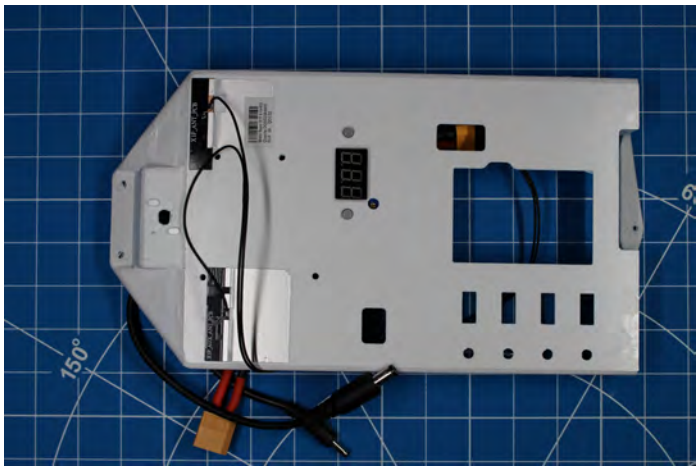
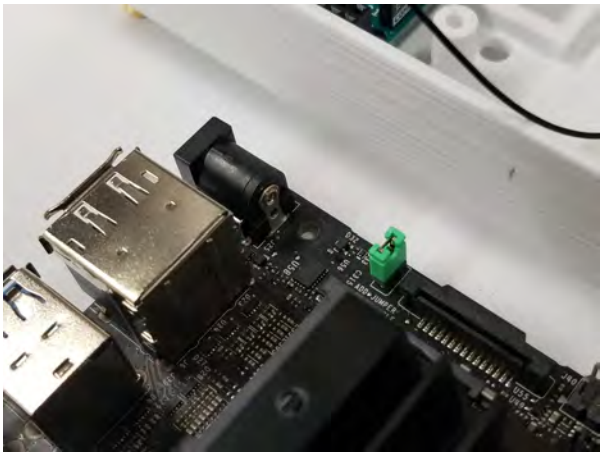

Figure 15: Install WiFi antennas to 3D printed shell.
Figure 17: Jumper to use barrel jack.
- Jetson Nano not starting. Ensure that the power jumper is properly installed on the car (See Figure 17).
Remove backing tape on WiFi antennas and install to the top of the 3D printed shell. (these can be mounted anywhere you desire for best WiFi reception. (See Figure 15). On the Nvidia Jetson Nano Install the Jumper cable to be able to use the barrel jack power (See Figure 17). The Nvidia Jetson Nano will not power on with out this jumper.